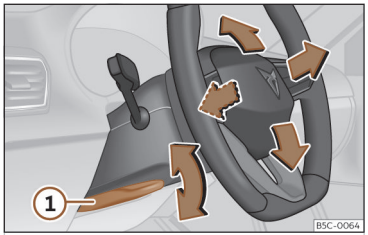

Abb. 86 Hebel auf der linken unteren Seite der Lenksäule.
- Hebel >>> **(Abb. 86)** 1 nach unten schwenken, Lenkrad in die gewünschte Position bringen und Hebel wieder bis zum Schließpunkt nach oben drücken.
- **Den Hebel >>> (Abb. 86) 1 nach dem Einstellen immer fest nach oben schwenken, damit das Lenkrad während der Fahrt nicht unbeabsichtigt seine Position verändert.**